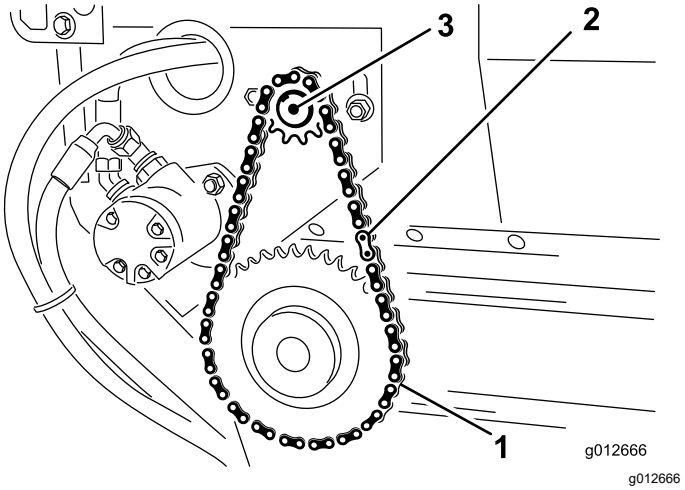

Figuur 38
1. Monteer de ketting op het kleine tandwiel en bevestig de ketting met de sluitschakel (Figuur 38).